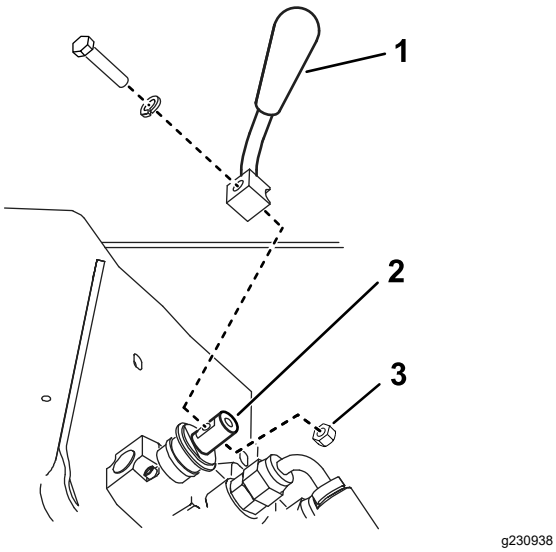

**Figuur 3**
2. Bevestig de hendel aan de klep van de toerentalschakelaar met de bout, borgring en moer. Ga te werk zoals in Figuur 3.